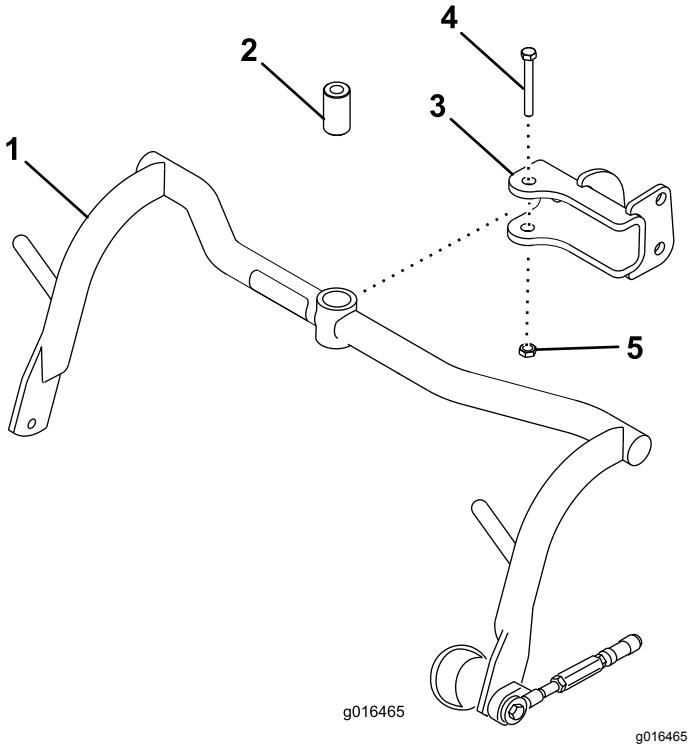

Figur 8
1. Montera en bärramsenhet på varje sprint med en distansbricka, skruv (1/2 x 3 1/4) och låsmutter (1/2 tum). Se Figur 8. Dra åt till ett moment på 91–113 N·m.